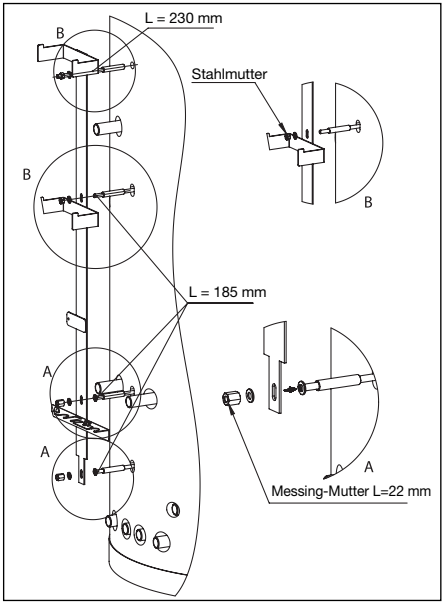

Abb. 8 Montage Gruppe Halterung
- Gruppe Halterung montieren (Abb. 8)
- Die Gewindestangen in die am Speicher angeschweißten Muttern einschrauben (Achtung: In die oberste Mutter muss die Stange L = 230 mm eingeschraubt werden! In die unteren drei Muttern die Gewindestangen L = 185 mm einschrauben!) (Abb. 8)